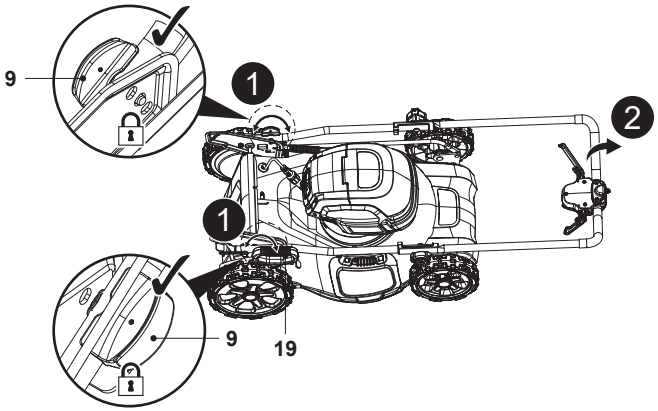
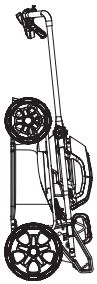

Fig. 24
Fig. 25
1. Desligue a máquina e remova as baterias (27) antes de a armazenar.
- Retire o saco de recolha de relva (8)/encaixe do triturador (26).
- Coloque a alavanca de ajuste da altura de corte (19) na posição mais baixa.
- Rode os dois bloqueios manuais (9) 90° para trás e, em seguida, dobre completamente o conjunto da pega (Fig. 24, passos 1, 2).
- Fixe as ligações rodando os dois bloqueios manuais (9) 90° para trás e certifique-se de que o pino de autotensionamento (9a) passa pelo orifício de estacionamento (10b) do suporte da pega (10) para evitar a dispersão antes do armazenamento na vertical.
- Guarde o corta-relva numa posição plana ou na vertical (Fig. 25).